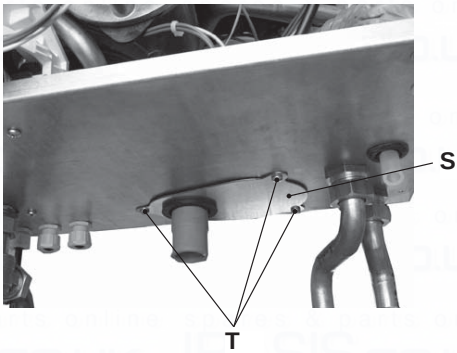

Fig. 9.9
- Unscrew the screws Tand remove the plate S(Fig. 9.9).